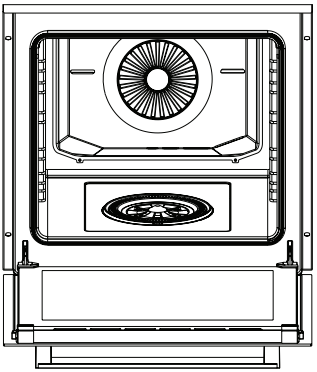
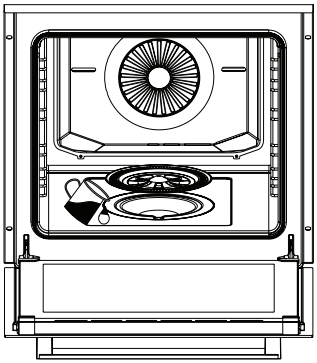
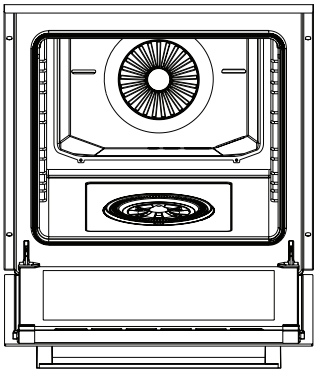

Figura 21
Figura 22
Figura 23
**2.** Abra la cubierta del aparato (Ver figura 21). Retire la cubierta del depósito de agua y llene el depósito (Ver figura 22). Luego, cierre la cubierta del depósito de agua (Ver figura 23). Cierre la cubierta del aparato y precaliente durante 10 minutos. Después del precalentamiento, puede colocar los alimentos en el aparato.